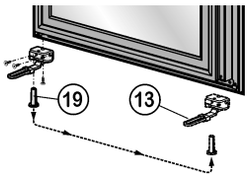

*Fig. 12*
- Aanslag *Fig. 12 (13)* naar de andere kant verplaatsen en **goed (met 2 Nm)** vastschroeven.
- Controleren of zich aan de andere kant een witte kunststof huls in de deurlager bevindt. Zo niet*:kunststof huls *Fig. 12 (19)* uit de deurlager trekken en aan de andere kant goed passend inzetten.